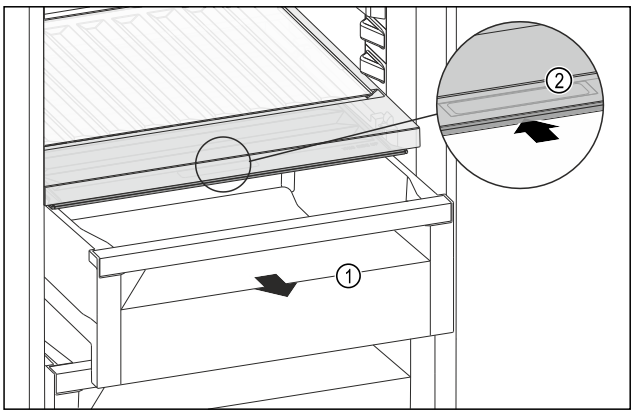

Fig. 121
- ▶ Trekk ut skuffen *Fig. 121 (1)*.
- ▶ Ta tak i det innfelte grepet *Fig. 121 (2)* på lokket, og skyv lokket samtidig bakover.